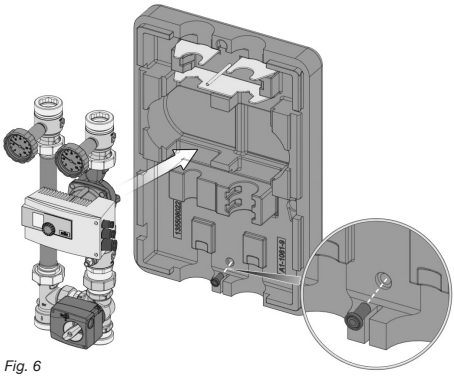

Fig. 6
7. Fixați suportul de perete (6) cu șuruburile hexagonale (cheie mărimea 12) pe perete (fig. 6).
8. Așezați carcasa posterioară în suportul de perete (fig. 6).
9. Introduceți distanțierul (8) în perforația de jos a carcasei posterioare și fixați-l pe perete cu șurubul hexagonal (cheie mărimea 12) (fig. 6).
10. Așezați grupul de armături (5) în carcasa posterioară (7) și fixați-l cu placa de fixare (4) și cu piulița hexagonală (3) (fig. 6).
11. Inserați blocul intermediar (2) (2 bucăți) (fig. 6).